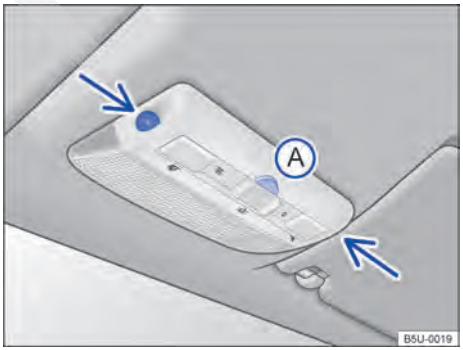

Fig. 26 No console do teto: sensores de monitoramento do interior do veículo e tecla Ⓐ para desligar o monitoramento do interior do veículo.
O monitoramento do interior do veículo dispara o alarme com o veículo travado, se reconhecer movimentos no interior do veículo. O sensor e o receptor estão localizados no conjunto da lanterna de leitura → Fig. 26 (setas). ▶
– Pressionar a tecla → Fig. 26 Ⓐ. No painel de instrumentos, a luz de controle se acende.